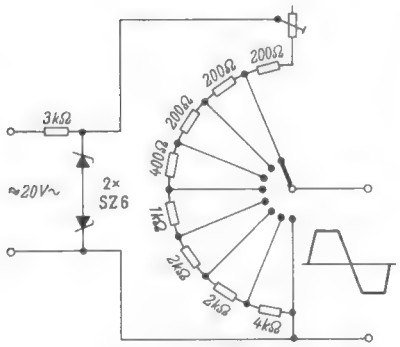

Bild 6. Eichspannungsteiler
3. Die Verstärkung geht in die Eichung ein, sie muß also exakt reversibel sein. Zu diesem Zweck wurde eine Eichspannungsquelle *Bild 6* vorgesehen.
Die beiden Zenerdioden in Bild 6 stabilisieren die Eichspannung und ergeben außerdem ein bereits ganz brauchbares Rechteck. Mit Hilfe eines Kellogschalters wird die Eichspannung entweder auf den X- oder den Y-Verstärker gegeben, wobei der andere Eingang stets kurzgeschlossen werden muß. Meßwiderstände sind nicht notwendig, da die Spannung nur wiederholbar, aber nicht absolut genau sein muß. Eine Abstufung
erwies sich als zweckmäßig. Damit ergibt sich die Dimensionierung von Bild 6. Zur besonderen Beachtung sei noch vermerkt, daß die Eichspannung *hinter* die Phasenschieber geschaltet werden muß.